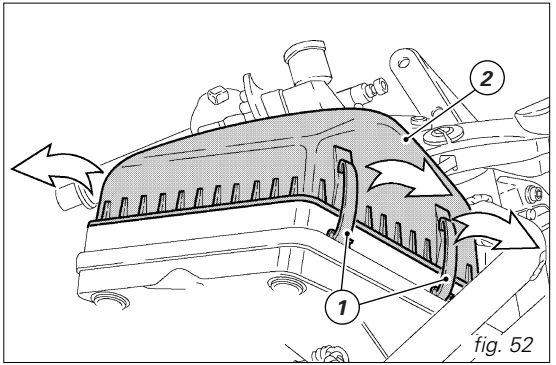

fig. 52
Undo the clips (1, fig. 52) of the cover on both sides of the air box, then remove cover (2).